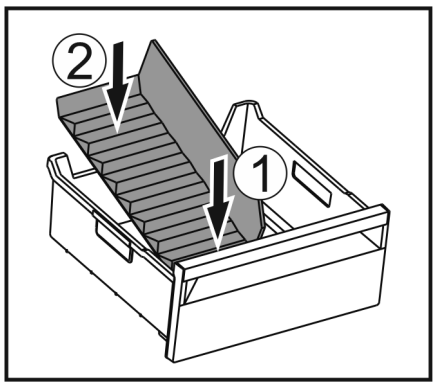

Fig. 60
▶ Put in the divider at the front at first *Fig. 60 (1)*.
▶ Lower the rear part *Fig. 60 (2)*.